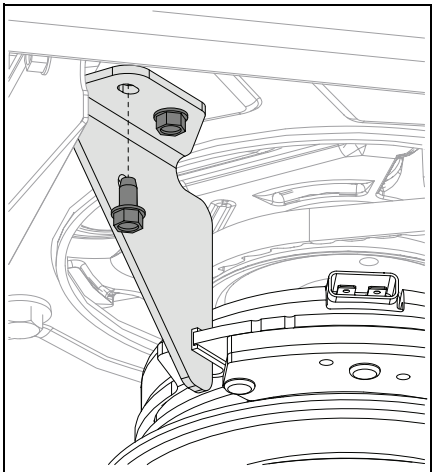

Figure 55
See Figure 55.
4. Reinstall clutch stop bracket and secure with original hardware. See Figure 55.